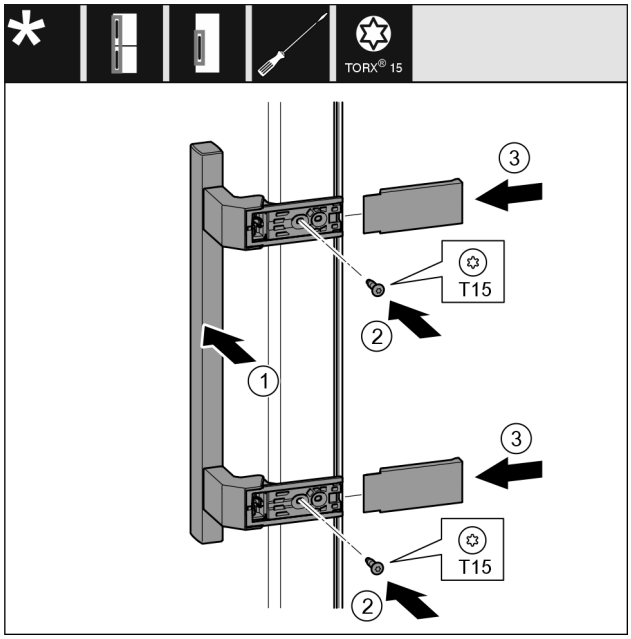

*Fig. 26*
- ▶ Breng het handvat *Fig. 26 (1)* aan de andere kant aan.
- ▶ Schroeven *Fig. 26 (2)* met een schroevendraaier vastschroeven.
- ▶ Plaats de afdekkingen *Fig. 26 (3)* op de zijkanten en schuif ze erop.